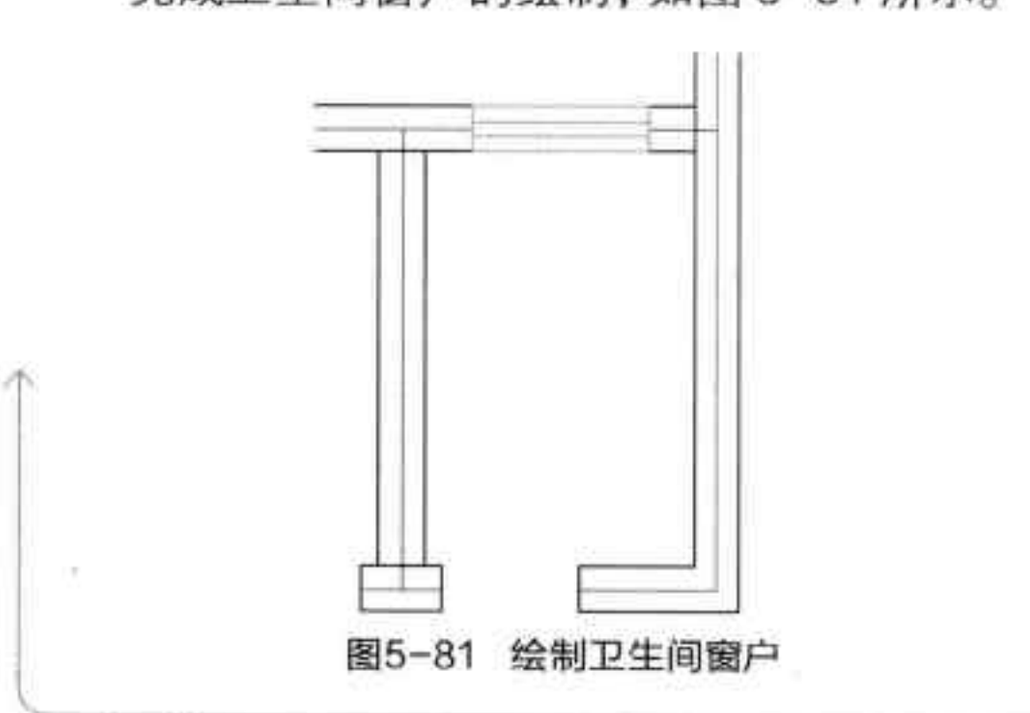

图5-81 绘制卫生间窗户
Step14 执行“矩形”命令，绘制一个长 1000mm、宽 260mm 的长方形，并依次执行“定数等分”“分解”和“直线”命令，完成卫生间窗户的绘制，如图 5-81 所示。